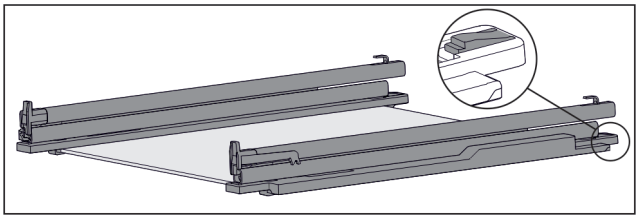

Fig. 151 Placă de sticlă cu șine și piese de fixare
▶ Apăsați în jos piesa de fixare din spate (vezi Fig. 151) și, în același timp, împingeți șina înapoi.